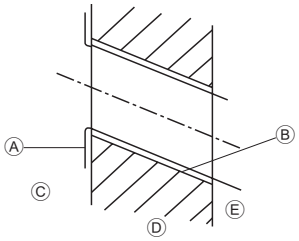

Fig. 3-3
3.2.2. Forage de l'orifice des tuyaux (Fig. 3-3)